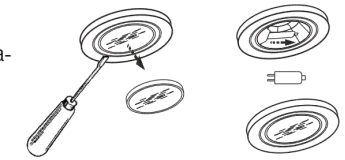

*рис. 12*
8.6.2 Замена галогенной лампы (рис. 12) :